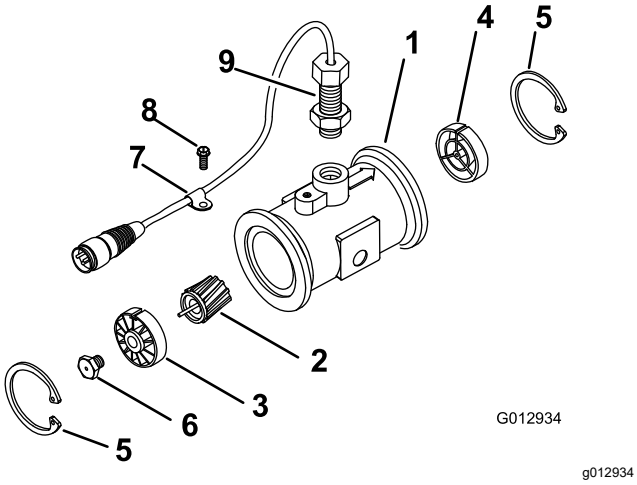

Figura 66
3. Retire el anillo de sujeción del lado “aguas arriba” (Figura 66).